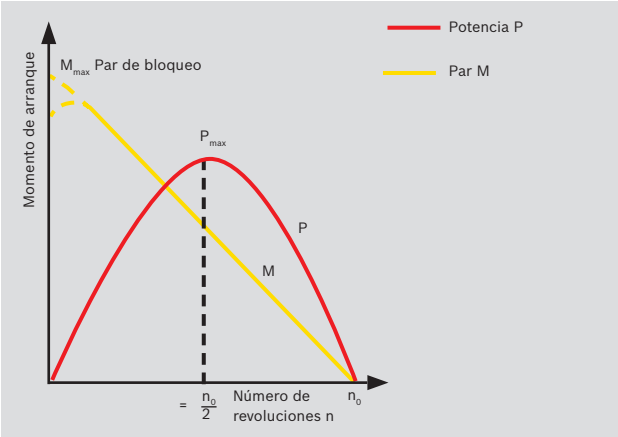

Fig. 1 Curvas características de un motor neumático
- El motor neumático siempre presenta un comportamiento ventajoso en cuanto a par de apriete en diferentes aplicaciones. Con el aumento de la carga y la reducción del número de revoluciones, el par de apriete aumenta hasta un máximo en parada (fig. 1), lo que se aprovecha por ejemplo en los atornilladores.